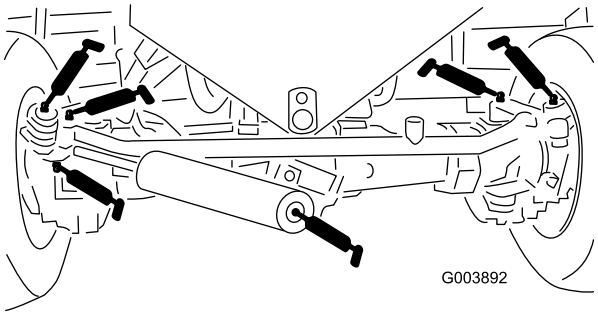

Figur 45
- Två nipplar på bakaxelns dragstång (Figur 45)
- Två nipplar på styrcylinderns kulleder (Figur 45)
- Två nipplar på axelns styrtapp (Figur 45)
- Två nipplar på bakaxelns svängtapp (Figur 45)